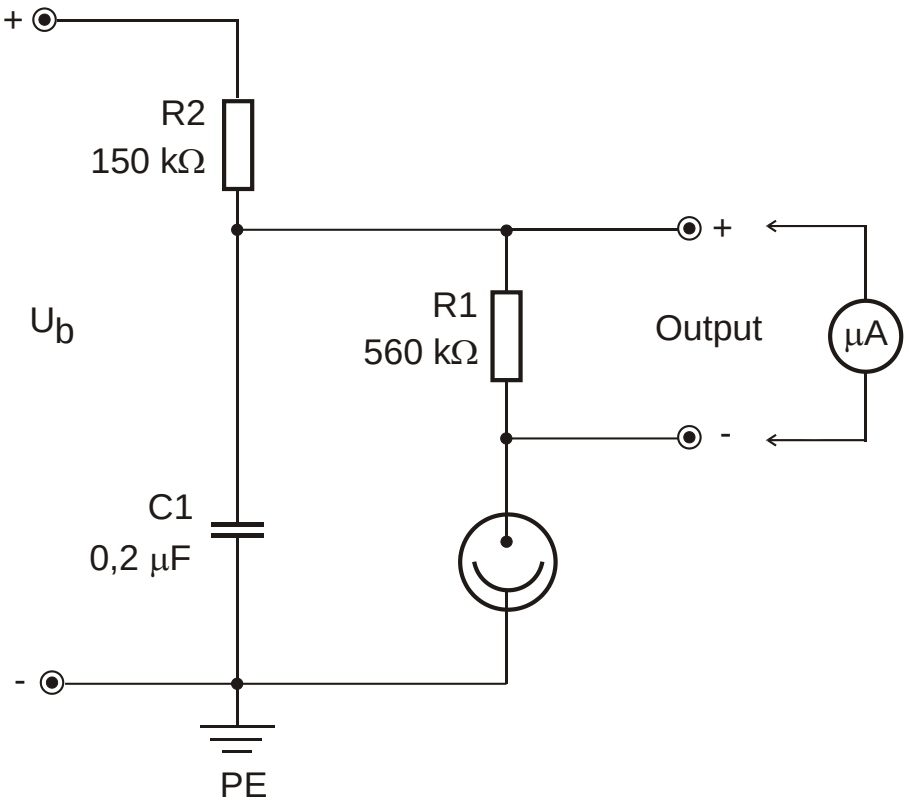

Fig.1 Schaltung der Fotozelle
Fig.1 zeigt die Schaltung der Fotozelle. Am Buchsenpaar (1) liegt die Saugspannung U_b, die zwischen Kathode und Anode der Röhre ein elektrisches Feld aufbaut. Mit einem am Buchsenpaar (2) angeschlossenen Mikroamperemeter kann die Abhängigkeit von Beleuchtungsstärke und Fotostromstärke nachgewiesen werden.